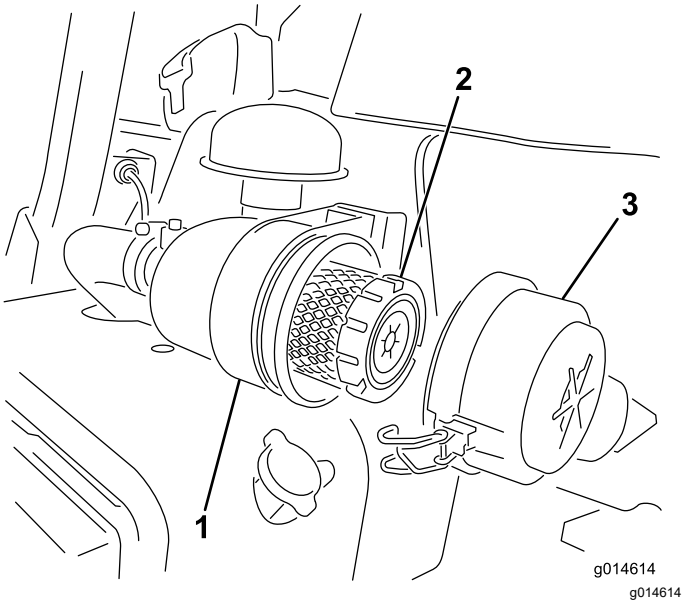

Figur 29
1. Lossa spärrhakarna som fäster luftrenarkåpan på luftrenarhuset (Figur 29).
7. Fäst spärrhakarna (Figur 29).